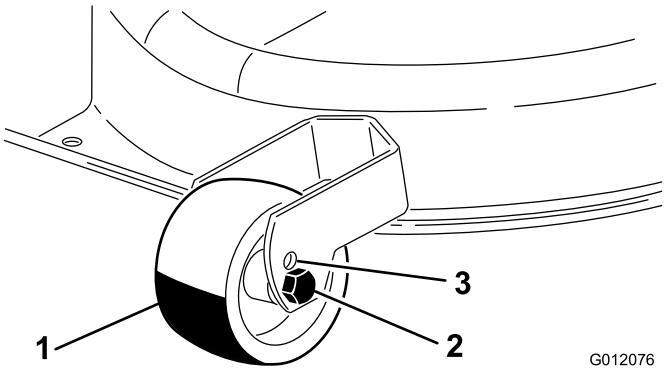

Figuur 10
- Als u de maaihoogte-instelling 1 of 2 wilt gebruiken, moet u de maatwielen naar de bovenste opening in de wielbeugels verplaatsen; zie Figuur 10.
- Als u de maaihoogte-instelling 3 tot en met 7 wilt gebruiken, moet u de maatwielen naar de onderste openingen in de wielbeugels verplaatsen (Figuur 10).